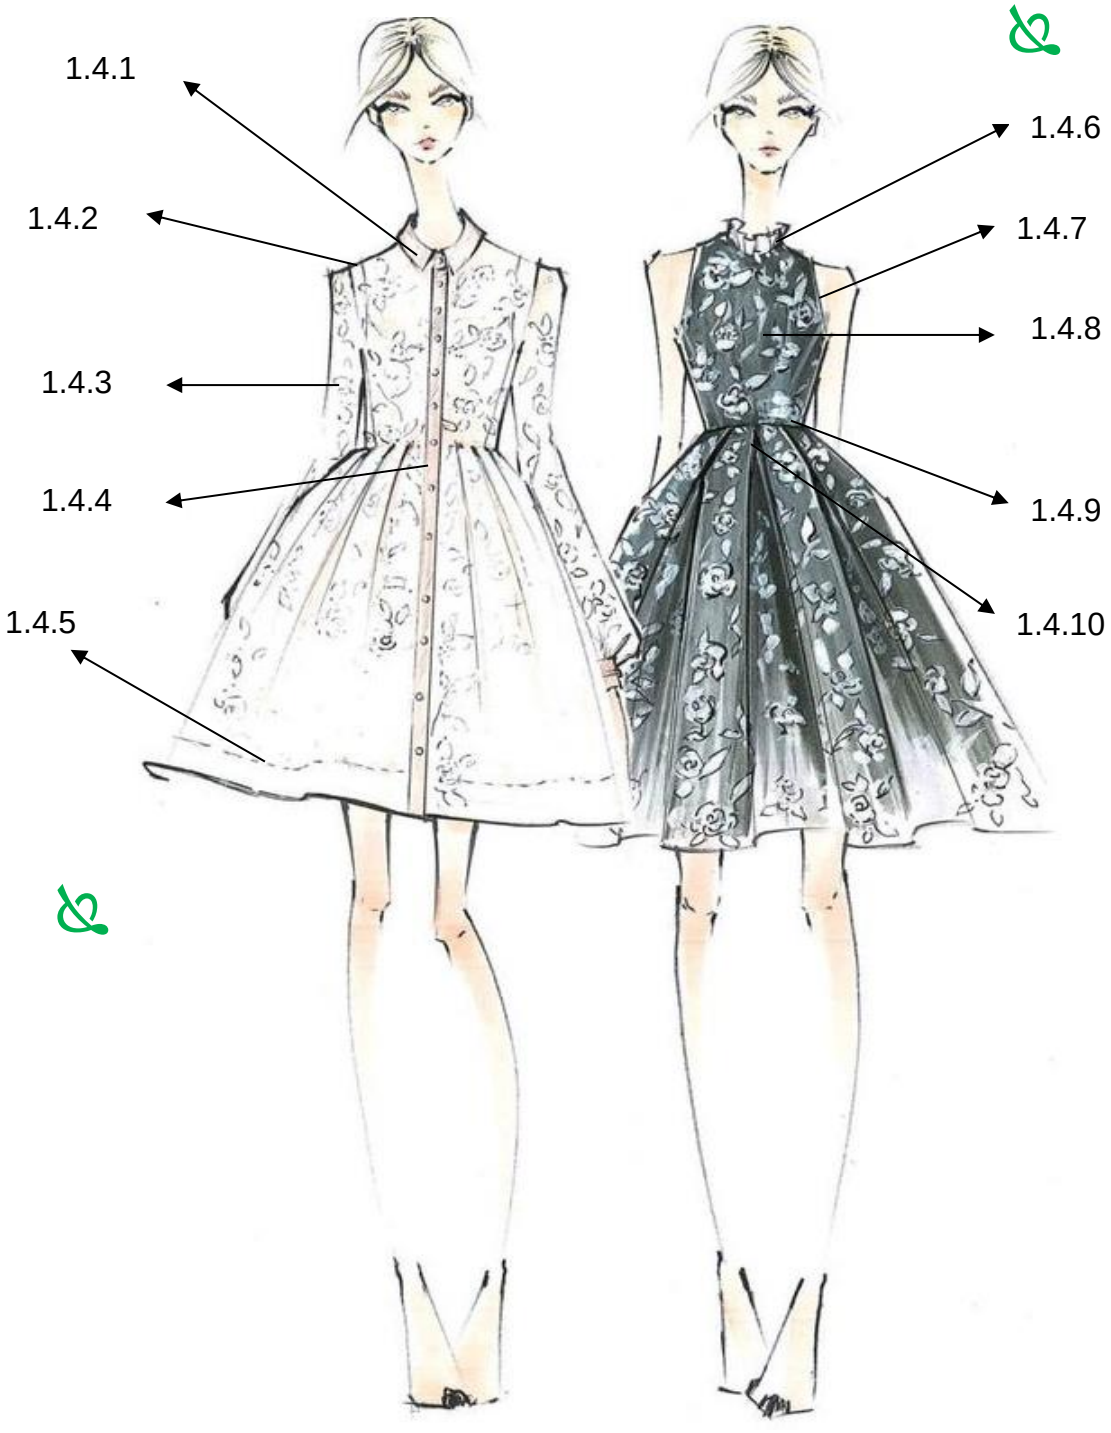

FIGUUR 1
1.4 Noem die volgende konstruksieprosesse of dele van die uitrusting soos aangedui in FIGUUR 1 op die sketse hier onder. Skryf slegs die antwoord langs die vraagnommer (1.4.1–1.4.10) in die ANTWOORDBOEK neer.